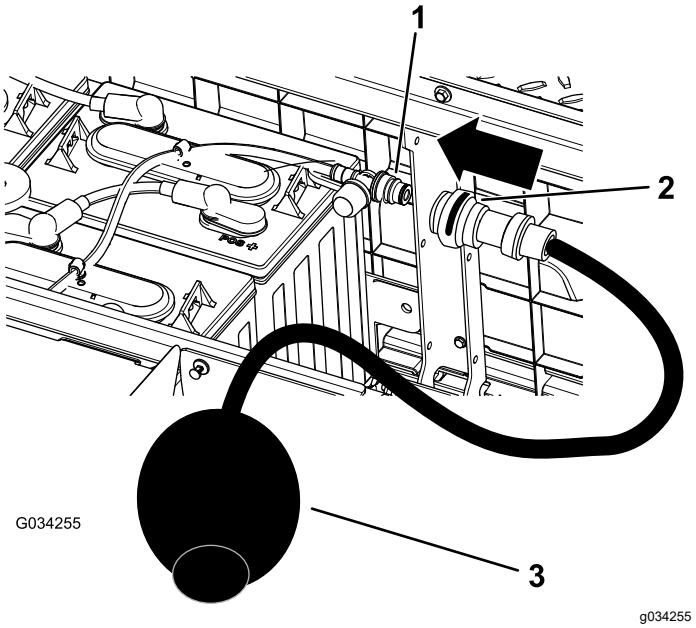

Figuur 37
4. Sluit uw Toro waterhandpomp aan op de watervulopening (Figuur 37).